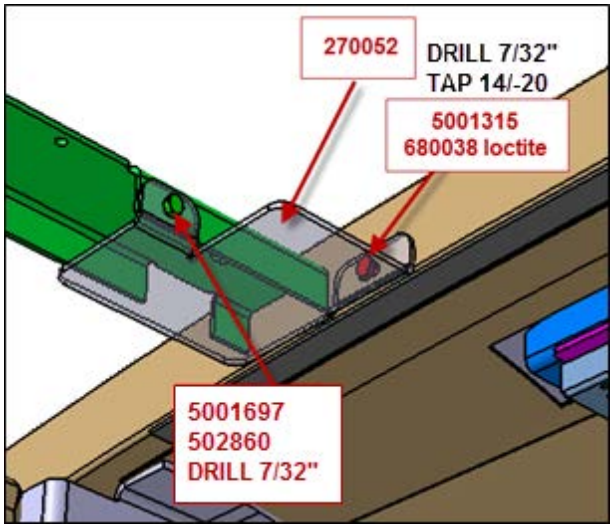

**FIGURE 5**
5. Install bracket #**270052** as shown in fig. 5. Clamp the bracket on the longitudinal roof channel.